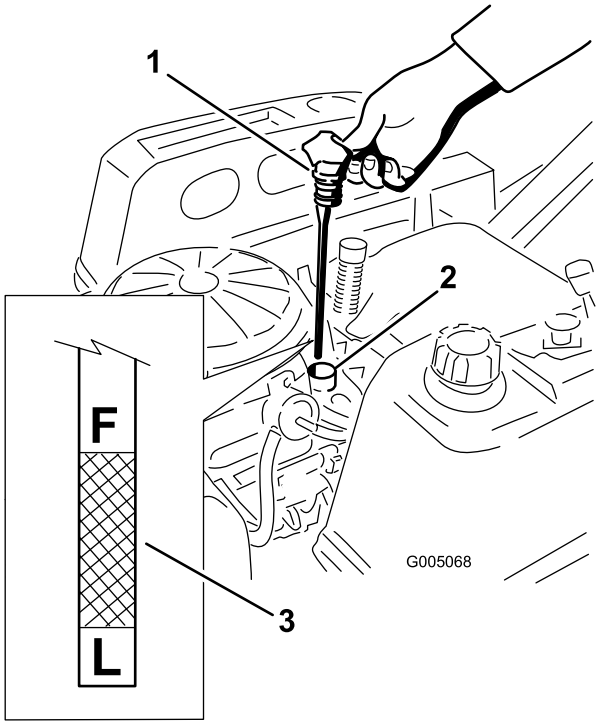
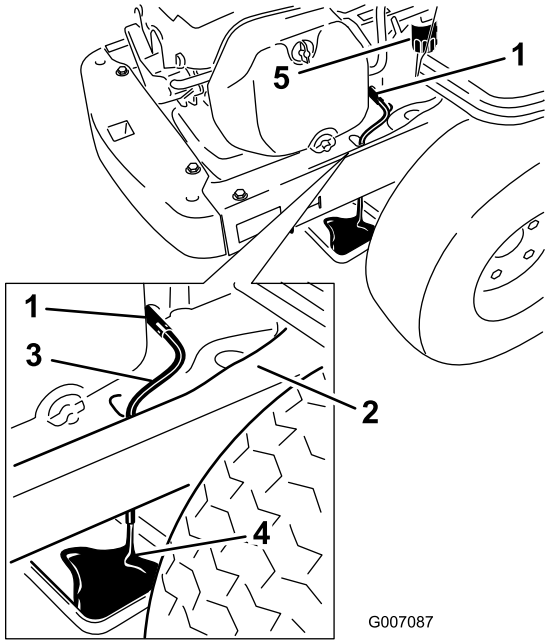

Figur 32
Figur 34
4. Dra og fjern oljelokket/peilestaven; tørk vekk olje. Sett inn peilestaven igjen, og skyv den godt på plass (Figur 32).
5. Ta ut peilestaven, og kontroller oljenivået (Figur 32).
6. Plasser et tappefat under maskinen, rett under oljetappeslangen som vist på Figur 34.
7. Vri tappeventilen 1/4 omdreining mot urviseren for å åpne og la oljen renne ut (Figur 34). Fjern oljelokket/peilestaven (Figur 32).
9. Fjern det gamle filteret, og tørk av monteringsklossen (Figur 34).
10. Steng oljetappeventilen når all oljen er tømt ut. Fjern oljetappeslangen og tørk opp eventuell overflødig olje fra rammen (Figur 34).
14. Hell ca. 80 % av oljen som skal fylles på ned i påfyllingsrøret (Figur 32).
15. Monter oljelokket/peilestaven, og skyv godt på plass (Figur 32).
16. Kontroller oljenivået (Figur 32). Se Kontrollere oljenivået.
18. Monter oljelokket/peilestaven, og skyv godt på plass (Figur 32).